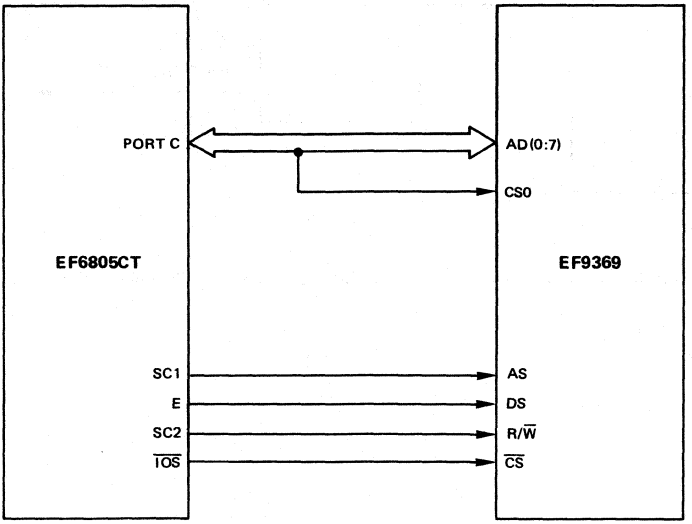

FIGURE 2 – TYPICAL 1 V - 75 Ω VIDEO INTERFACE
2. CA, CB and CC are high impedance outputs (500 Ω typical) which require proper adaptation in most applications. THOMSON SEMICONDUCTORS TEA 5114 provides such a 1 V - 75 Ω low cost adaptation. (See fig. 2).